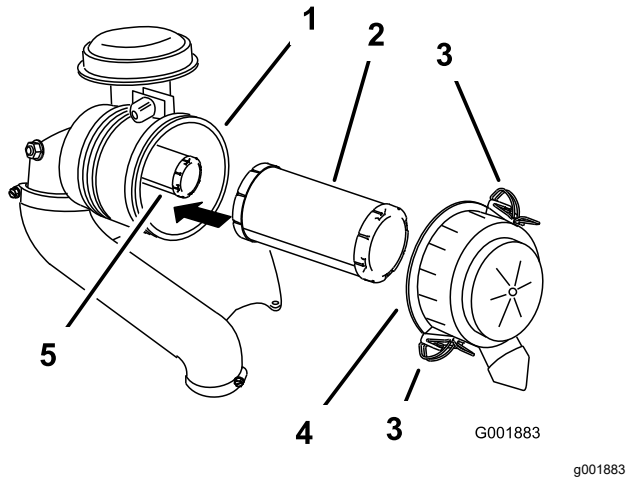

**Figur 40**
3. Åbn låsene på luftfilteret, og træk luftfilterdækslet af luftfilterhuset (Figur 40).
5. Skub forsigtigt primærfilteret ud af luftfilterhuset (Figur 40).
2. Hvis du skal udskifte det indre filter, skal du forsigtigt skyde det ind i filterhuset (Figur 40).
3. Skub forsigtigt primærfilteret over sikkerhedsfilteret (Figur 40).
4. Monter luftfilterdækslet, og fastgør låsene (Figur 40).